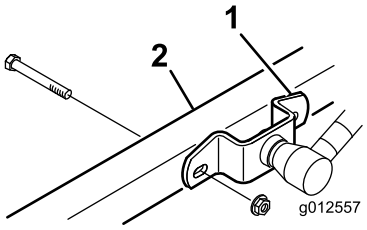

Figura 2
3. Abbassate l'elemento di taglio e rimuovete i 4 bulloni e i dadi che fissano le staffe dei bracci di sollevamento ai bracci delle ruote orientabili (Figura 2).